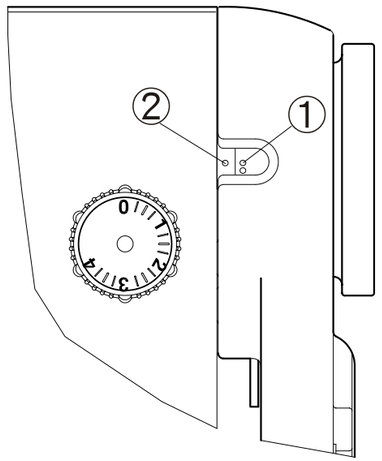

Fig. 15
(1) Haga girar la polea en dirección normal para que el punto blanco 1 de la misma y el punto rojo del cuerpo de la maquina se alineen. (Fig. 15)